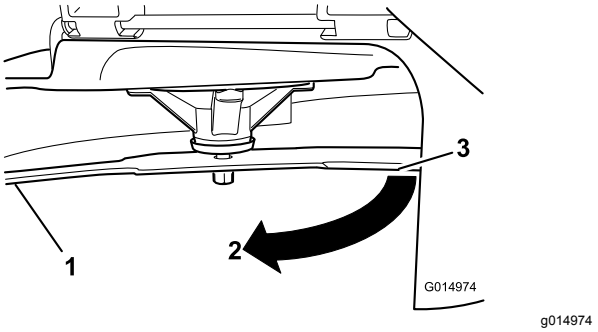

Figure 47
3. Mesurez la distance entre la lame et la surface (A)
4. Tournez la même lame de 180 degrés pour amener l'autre tranchant à la même position (Figure 47).